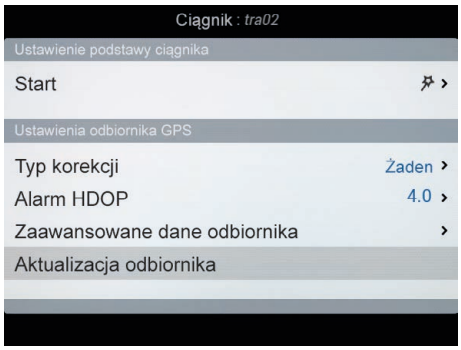

Rys. 178
- Wybrać pozycję **Aktualizacja odbiornika** (Rys. 178) i nacisnąć OK.